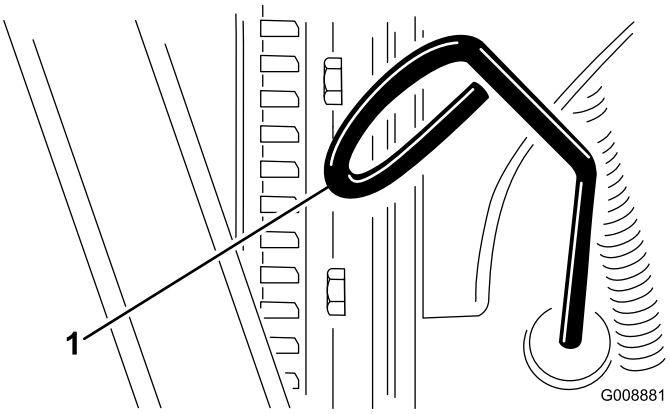

**Figuur 23**
3. Verwijder de peilstok en veeg deze schoon. Plaats daarna de peilstok weer terug (Figuur 23).